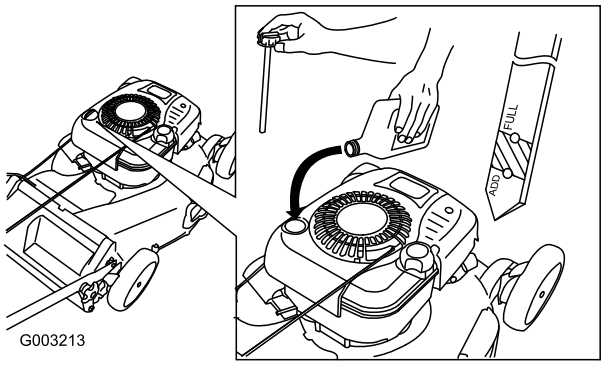

Figur 13
1. Ta ut oljestickan, torka av den och sätt sedan tillbaka den ordentligt (Figur 13).
2. Ta ut oljestickan och kontrollera oljenivån (Figur 13). Om oljenivån är under markeringen **Add** på oljestickan, fyller du långsamt på olja i påfyllningsröret så att nivån höjs till markeringen Full. **Fyll inte på för mycket.** (Maximal påfyllning: 0,77 l, typ: SAE 30W renad olja med API-klassificering SF, SG, SH, SJ, SL eller högre.)